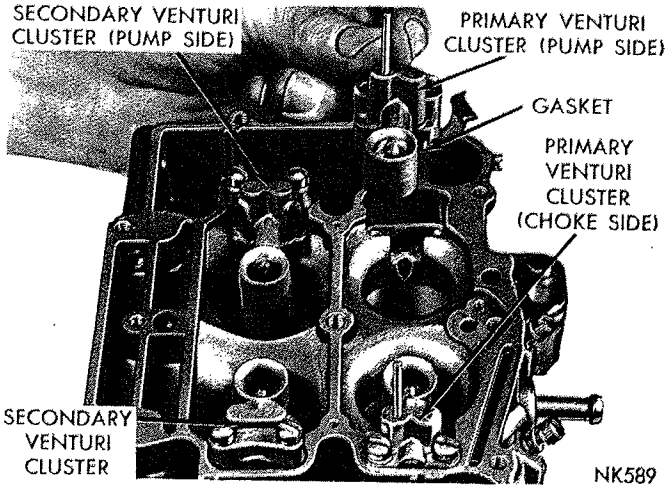

***Fig. 5—Removing or Installing Primary Venturi Cluster***
(4) Remove screws that attach primary venturi (choke and pump side) to main body. Lift the venturi straight up and away from main body, as shown in (Fig. 5). Discard the gaskets. **The venturi assemblies are not interchangeable, side for side and must be reinstalled in their original locations at reassembly.**
(5) Place new primary venturi gaskets in position, then install the primary venturi (pump and choke side) by lowering straight down on gaskets. Refer to (Fig. 5). Install attaching screws and tighten securely.